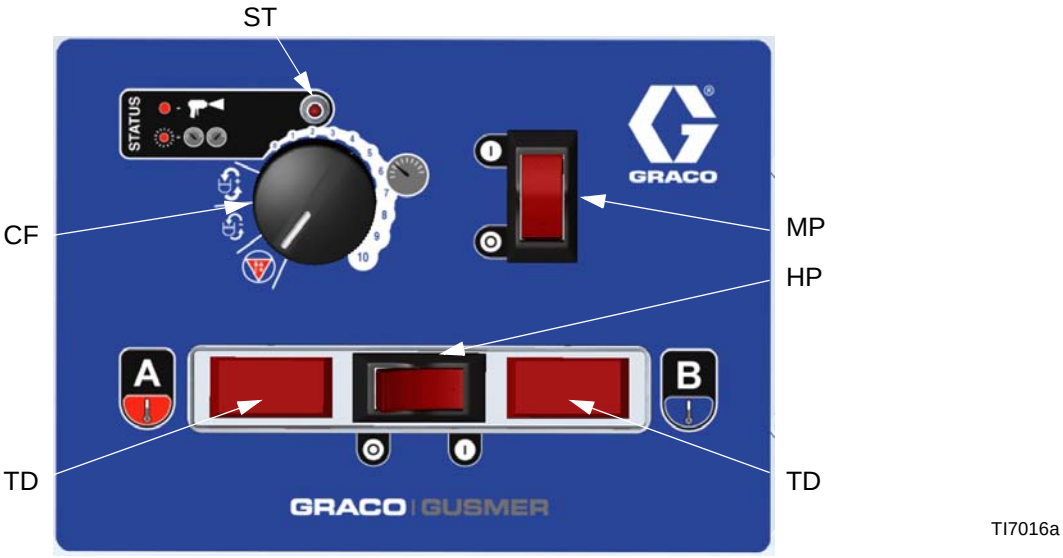

FIG. 3. Controls and Indicators (heated unit shown)
J Control Panel; see FIG. 3, page 14
See FIG. 3. Switch (HP) turns power on to heater thermostats. The switch includes a 20 A circuit breaker. Present on heated units only.
See FIG. 3. Fluid temperature sensors (T) monitor actual temperature of component A and B fluid going to spray gun. Temperatures are then displayed (TD). Present on heated units only.